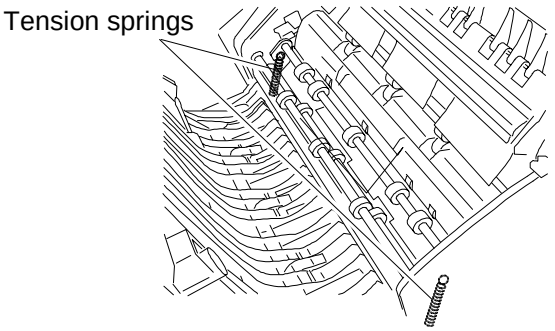

Fig. 17
17) Hook the 2 tension springs back onto the spring hooks. (Fig. 17)